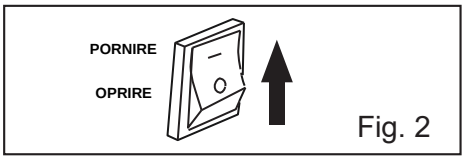

Fig. 2
2. Rotiți comutatorul MOTORULUI (Fig. 2) în poziția „ON”.